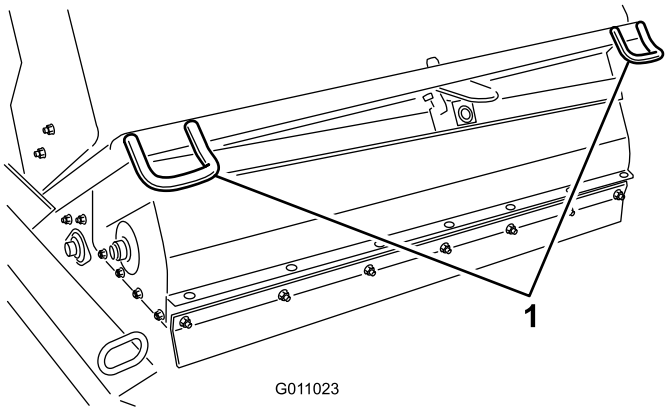
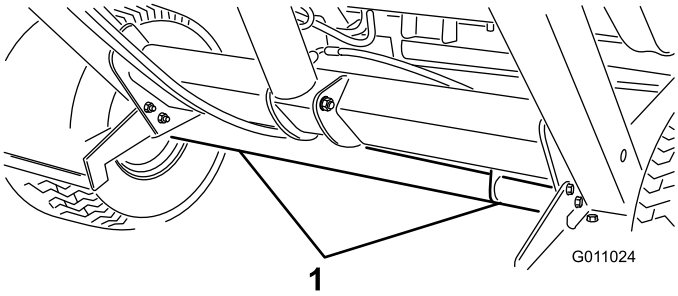

**Figur 29**
**Figur 30**
- Når du transporterer oppsamleren kan du bruke festene til å sikre fronten på maskinen (Figur 29) og akselen (Figur 30) til å sikre den bakre delen av maskinen på traileren.